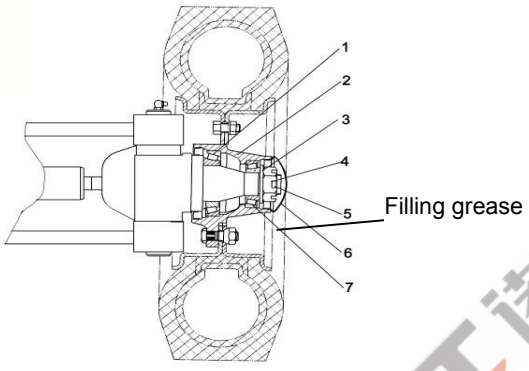

Fig. 2-40 Adjustment of Pre-tightening Load
(1) As shown in Fig. 2-40, fill grease in the hub, the inner/outer bearing and the inner of hub cover. Apply some grease on the oil seal lip as well.
(2) Fix the outer ring of bearing on the hub and fit the hub on the steering knuckle shaft.
(3) Fit the plain washer and tighten the slotted nut with a torque of 206-235N.m (21-24kgm). Loosen the slotted nut and tighten it again with a torque of 9.8N.m (1kgm).
(4) Tap the hub with a wooden hammer and turn the hub for 3-4 circles to check it for looseness.
(5) Tighten the slotted nut and align the slot with the split pin hole on the steering knuckle.
(6) Tap the hub with the wooden hammer again, turn the hub by hand for 3-4 circles to check it for unstable rotation, and measure the rotating torque of hub which should be 2.94-7.8N.m (0.3-0.8kgm).
(7) When the rotating torque exceeds the specified value, turn the hub back for 1/6 circle and measure the rotating torque again.
(8) When the rotating torque reaches the specified value, lock the slotted nut with a split pin.